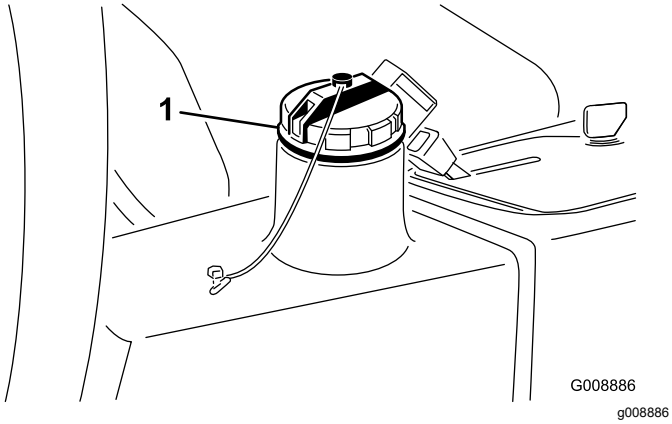

**Figure 32**
2. Nettoyez la surface autour du goulot et du bouchon de remplissage du réservoir hydraulique (Figure 32).